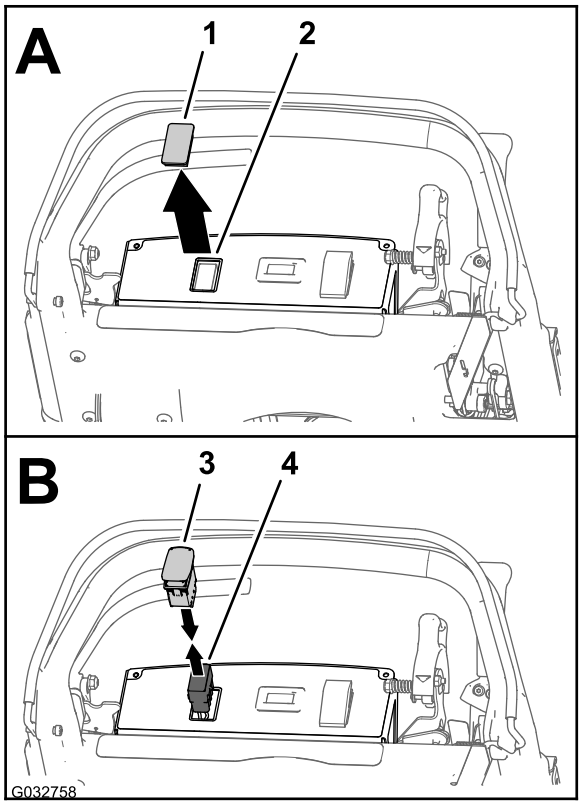

Figura 17
1. Retire el enchufe de la abertura del lado izquierdo del panel de control (Figura 17).
2. Levante el conector de 10 receptáculos del arnés de cables y retírelo del kit de luces y kit de arnés de cables para contador de horas a través de la abertura en el panel de control (Figura 17).
3. Conecte el conector de 10 pines del interruptor oscilante de dos posiciones al conector de 10 receptáculos del kit de luces y kit de contador de horas (Figura 17).